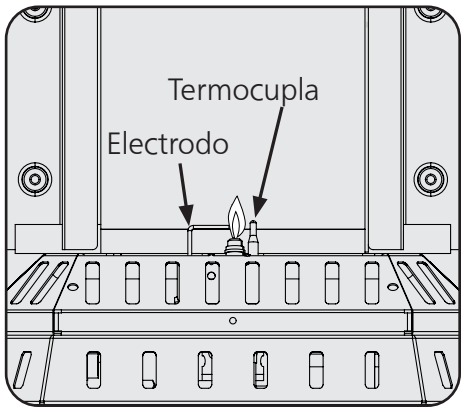

Figura 7
- Inspeccione visualmente la llama piloto y el quemador periódicamente durante el uso. La llama piloto debe ser de color azul (no amarillo) y debe extenderse hasta la termocupla. La llama rodeará la termocupla justo por debajo de la punta. Vea la Figura 7.